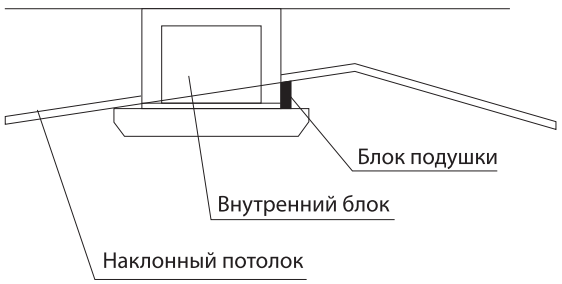

Рисунок 16 - Установка внутреннего блока на наклонном потолке
• Если внутренний блок устанавливается на наклонном потолке, то между потолком и панелью внутреннего блока должен быть установлен блок подушки, чтобы обеспечить установку устройства на ровной поверхности (см. рис. 16).